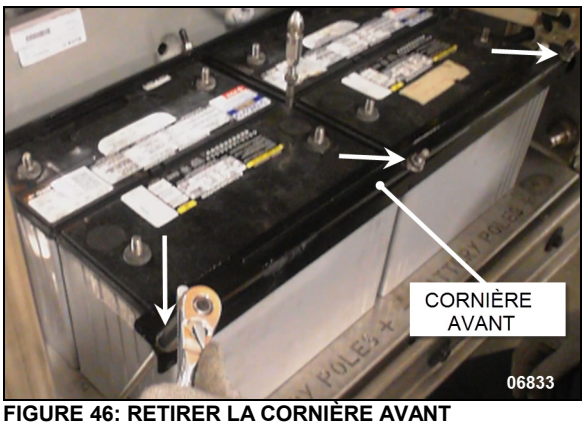

FIGURE 46: RETIRER LA CORNIÈRE AVANT
5. Dévisser les trois écrous (pointe d'une flèche) et retirer la cornière avant (FIGURE 46).